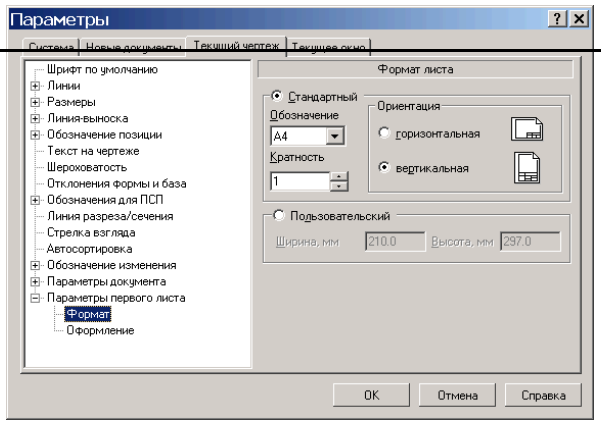

Рис. 7.2. Изменение настроек раздела **Параметры первого листа.**
1.4. Выполните команду **Сервис⇒Параметры…**, выберите закладку **Текущий чертеж** и откройте в левой части диалогового окна узел **Параметры первого листа** (рис. 7.2).